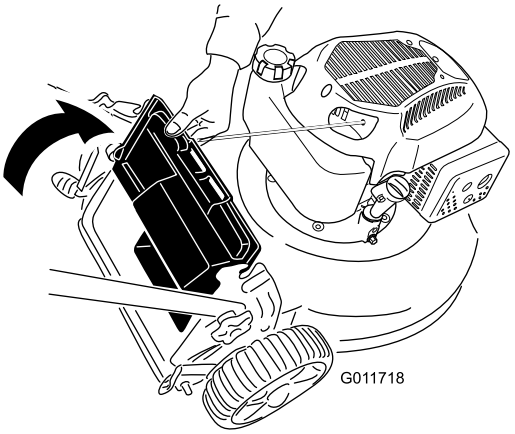

Figur 20
2. Løft opp den bakre avlederen og hold den oppe (Figur 20).